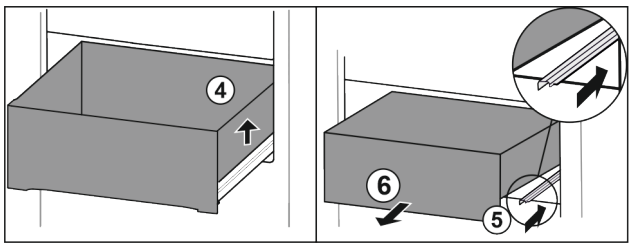

Fig. 160
▶ 抬起抽屉右侧。 *Fig. 160 (4)*
▶ 推入右侧轨道。 *Fig. 160 (5)*
▶ 朝前取出抽屉。 *Fig. 160 (6)*